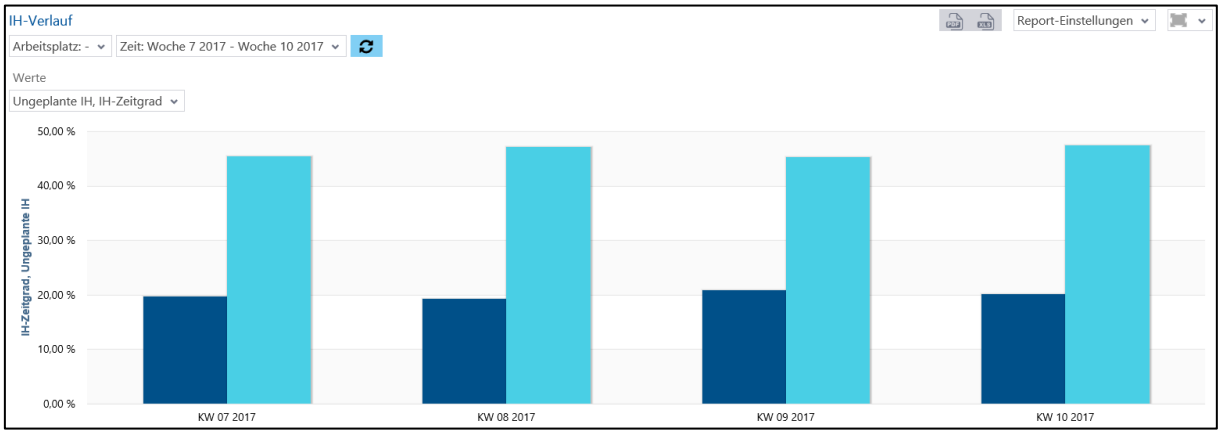

**Bild 163: IH-Verlauf als Säulendiagramm**
- IH-Verlauf als Säulendiagramm (Bild 163):